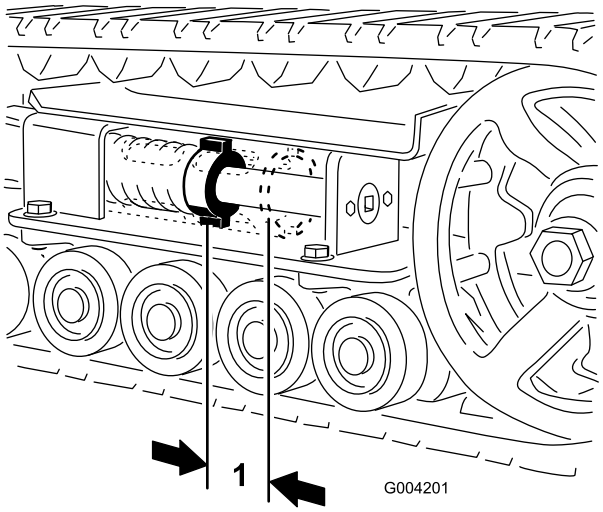
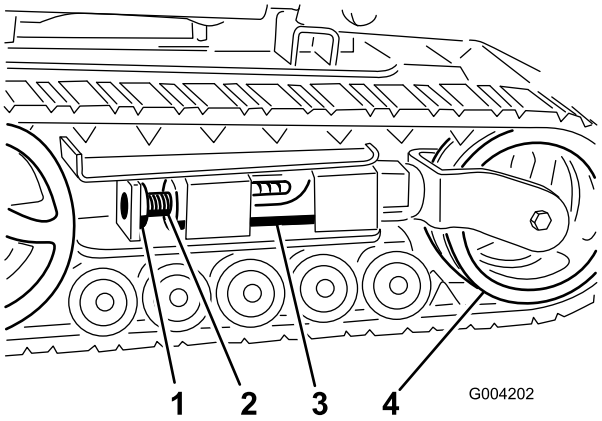
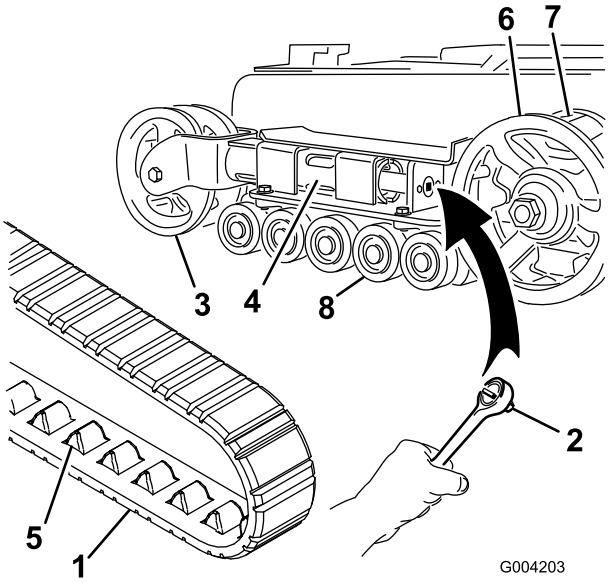
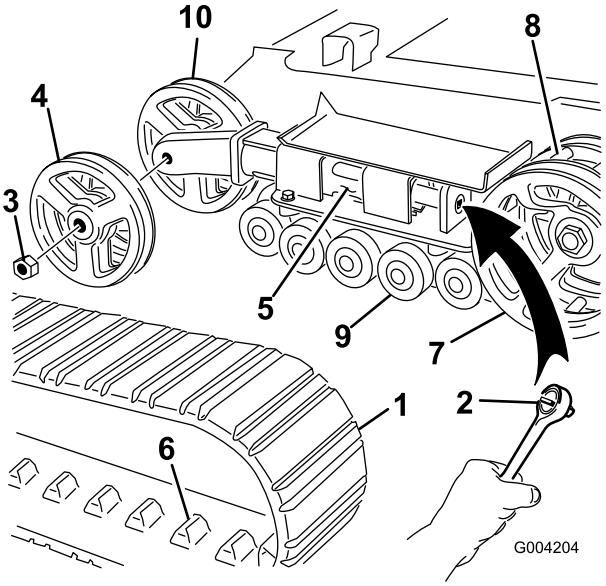

Figur 43
Figur 44
**Figur 45**
**Figur 46**
Det ska vara 7 cm mellan spännmuttern och spännrörets baksida (Figur 43). Om så inte är fallet ska larvbandens spänning justeras enligt följande:
3. Ta bort låsbulten och muttern (Figur 44).
4. Använd en 1/2-tums drivhylsa (Figur 45), vrid spännskruven motsols tills avståndet mellan spännmuttern och spännrörets baksida (Figur 43) är 7 cm.
5. Rikta in den närmaste skåran i spännskruven med låsbultens hål, och säkra skruven med låsbult och mutter (Figur 44).
4. Använd en 1/2-tums drivhylsa och lossa drivspänningen genom att vrida spännskruven medsols (Figur 44 & Figur 45).
5. Tryck spännhjulet mot bakre delen av enheten för att trycka gaffelröret mot ramen (Figur 45). (Om det inte rör vid ramen, fortsätt vrida spännskruven tills det vidrör ramen.)
7. När larvbandet är av spännhjulet kan du ta av det från drivhjulet och väghjulen (Figur 45).
8. Börja vid drevet och dra det nya larvbandet runt det. Kontrollera att spåren på larvbandet passar in mellan distansbrickorna på drevet (Figur 45).
9. Tryck in larvbandet under och mellan väghjulen (Figur 45).
11. Vrid spännskruven motsols tills avståndet mellan spännmuttern och gaffelrörets baksida (Figur 43) är 7 cm.
4. Använd en 1/2-tums drivhylsa och lossa drivspänningen genom att vrida spännskruven medsols (Figur 44 & Figur 46).
5. Tryck spännhjulet mot bakre delen av enheten för att flytta spännröret mot ramen (Figur 46). (Om det inte rör vid ramen, fortsätt vrida spännskruven tills det vidrör ramen.)
6. Ta bort muttern som håller fast det yttre spännhjulet, och ta därefter bort hjulet (Figur 46).
7. Ta bort larvbandet (Figur 46).
8. Ta bort muttern som håller fast det inre spännhjulet, och ta därefter bort hjulet (Figur 46).
12. Montera det inre spännhjulet och fäst det med den mutter som avlägsnades tidigare (Figur 46).
14. Montera det nya larvbandet, och kontrollera att tapparna på bandet passar in mellan distansbrickorna mitt i drevet (Figur 46).
15. Montera det yttre spännhjulet och fäst det med den mutter som avlägsnades tidigare (Figur 46).
17. Vrid spännskruven motsols tills avståndet mellan spännmuttern och spännrörets baksida (Figur 43) är 7 cm.